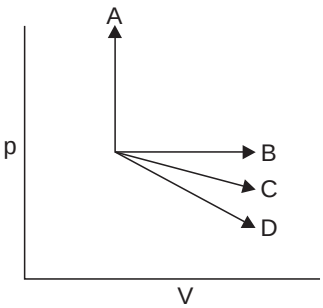
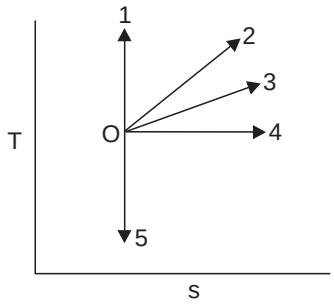

Fig. 1
Fig. 2
2. Match the curves in Fig. 1 with the curves in Fig. 2 and select the correct answer using the codes given below the diagrams :